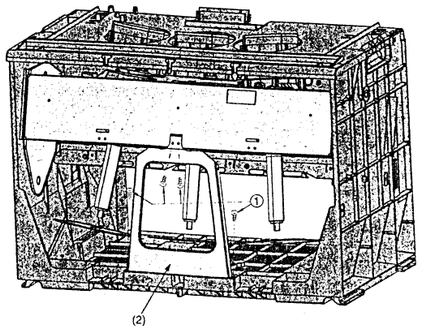

Fig. 5
8. Remove the screws (1 ) and the reinforcement part (2) (Fig. 5) from the Kit Box.
8. Retirer les vis (1) et le raidisseur métal (2) du kit Box (Fig.5).
8. Rimuovere le viti (1) e il supporto (2) (fig5) dal Kit Box.
8. Quitar los tornillos (1) y el refuerzo (2) (Fig. 5) de la caja soporte